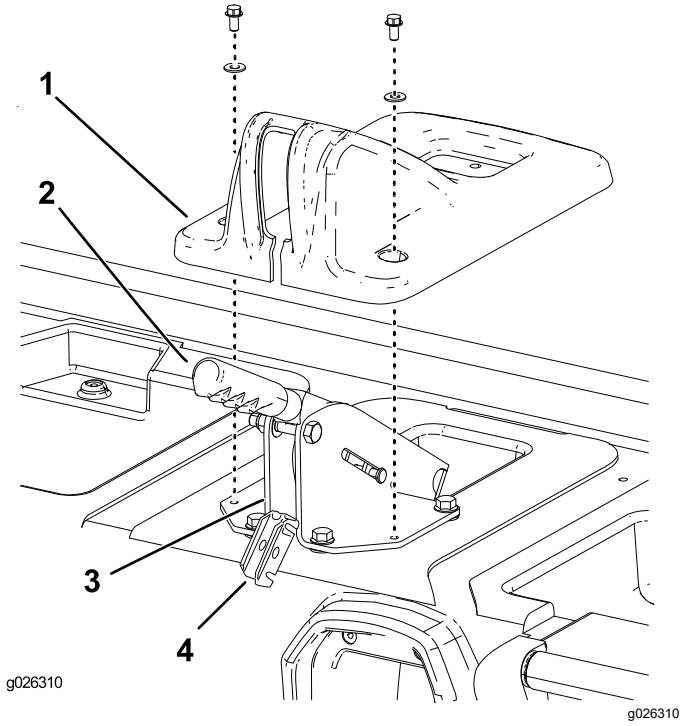

Figuur 4
2. Verwijder de 2 bouten en ringen waarmee de parkeerremkap aan de stoelbasis is bevestigd (Figuur 4).
3. Til de kap over de parkeerremhendel en van de stoelbasis (Figuur 4).
4. Verwijder de gaffelpen waarmee de equalizerbeugel van de remkabel aan de achterkant van de steunbeugel van de remhendel is bevestigd (Figuur 4).
5. Til de equalizerbeugel uit de steunbeugel en haal de remkabels los (Figuur 4).
6. Verwijder de C-clips waarmee de remkabels aan de achterkant van de steunbeugel van de remhendel zijn bevestigd (Figuur 4).